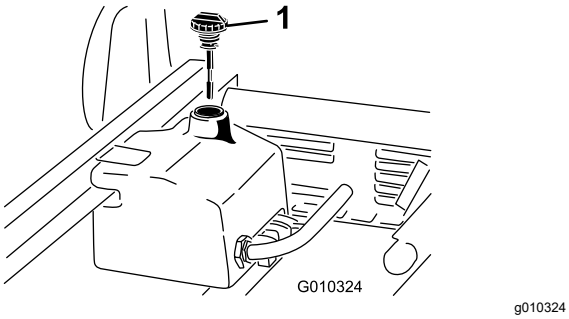

Figur 20
1. Gör rent omkring påfyllningsröret och hydraultanklocket (Figur 20).
3. Ta ut oljestickan (Figur 20) ur påfyllningsröret och torka av den med en ren trasa.